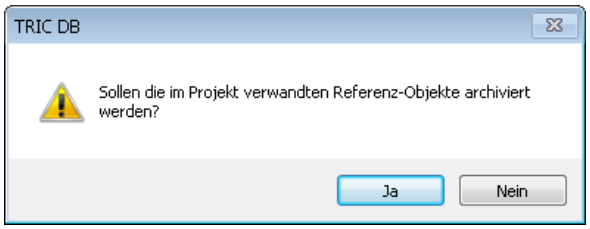

Bild 16.42 – Archivieren der Referenz-Objekte
- Abschließend erscheint die Abfrage, ob Sie auch die *Referenzobjekte* archivieren wollen (Abb. 16.42). Dies bejahen Sie, wenn Sie veränderte oder eigene Referenzen verwenden. Andernfalls könnten Sie Probleme bekommen, wenn Sie das Archiv erneut einlesen und bearbeiten wollen.